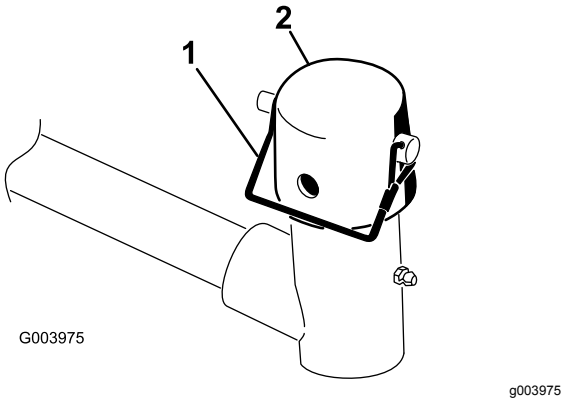

Figur 10
7. Demontera låsstiftet och locket på lyftarmens svängok (Figur 10).
11. Fäst locket och bärramens axel på lyftarmens ok med hjälp av låsstiftet (Figur 10).